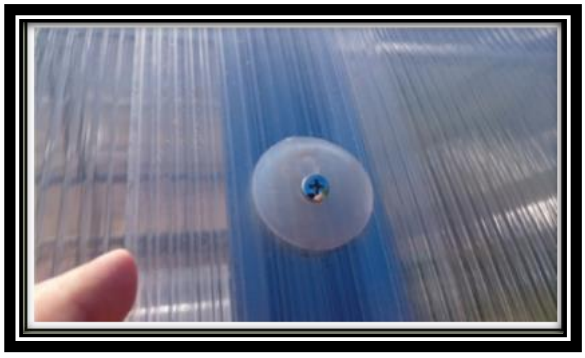

Bild 19
17. Ytterligare en polykarbonatskiva (10) ska placeras på den övre delen av den monterade skivan. Skruva endast fast den vid fästpunkterna precis som i steg 16. Polykarbonatskivorna ska vara lika stora som sidan av grunden både fram och bak (Bild 19)